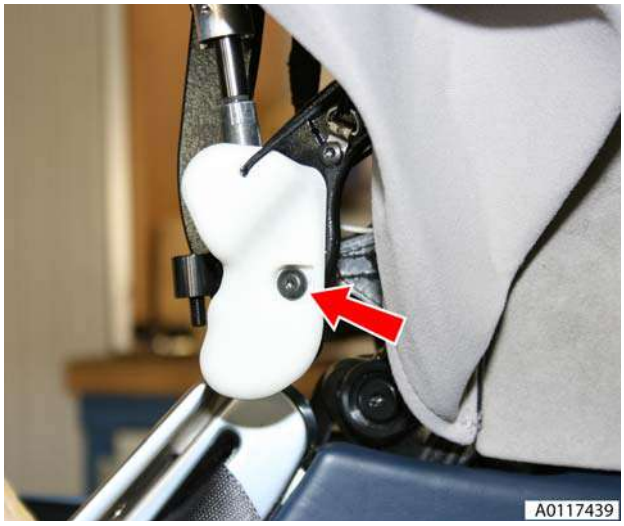

Figure 2
2. Remove lower cover (screw x1) (see Figure 2).